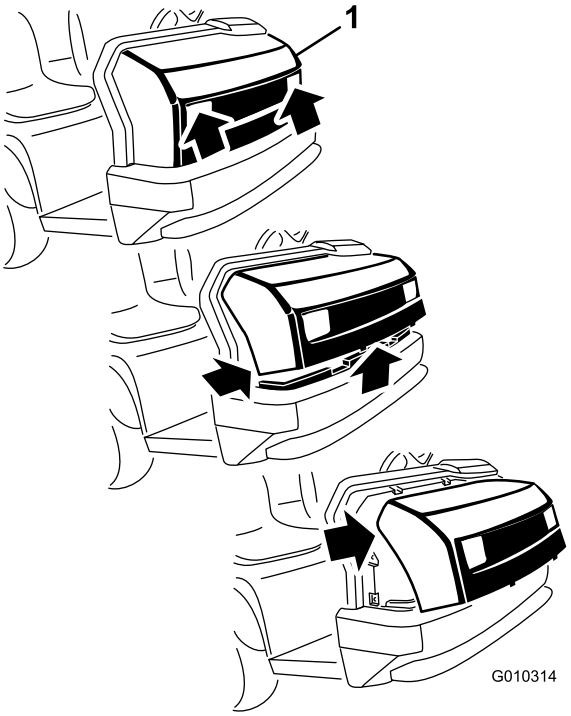

Figur 35
1. Mens du har fat i motorhjelmens forlygteåbninger, løfter du op i motorhjelmen for at frigøre de nederste monteringstapper fra stelrillerne (Figur 35).
2. Drej den nederste del af motorhjelmen opad indtil de øverste monteringstapper kan trækkes af stelrillerne (Figur 35).
3. Drej den øverste del af motorhjelmen fremad, og kobl ledningsstikkene af forlygterne (Figur 35).